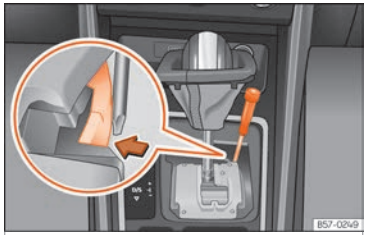

Fig. 140 Gear selector lever: manual release from the parking position.
- Using the flat part of a screwdriver, press the yellow tab sideways and keep it pressed down ››› Fig. 140.